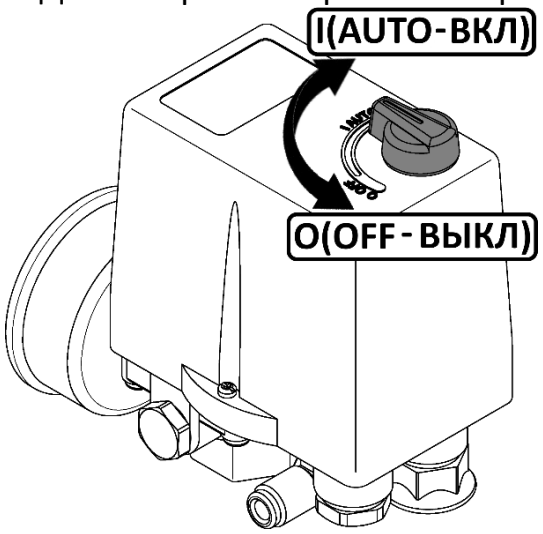

Рисунок 3
- Проверьте, чтобы выключатель на прессостате находился в выключенном положении "OFF" (см. рисунок 3).
1 Выключить компрессор выключателем на прессостате. Для этого необходимо переключить выключатель в положение "OFF" (см. рисунок 3). После этого остановится электродвигатель и произойдет сброс давления из нагнетательного воздухопровода и поршневого блока.